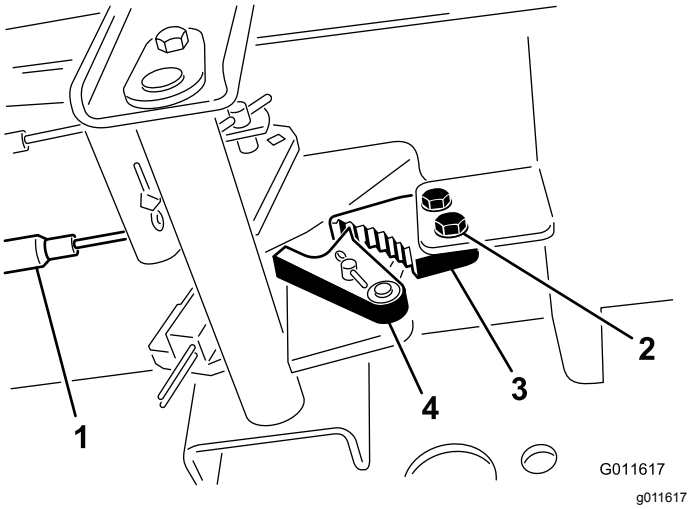

Figur 98
1. Lossa de två skruvar som håller fast parkeringsbromsens spärrhake på ramen (Figur 98).
2. Tryck parkeringsbromspedalen framåt tills bromsspärren griper in helt i parkeringsbromsens spärrhake (Figur 98).